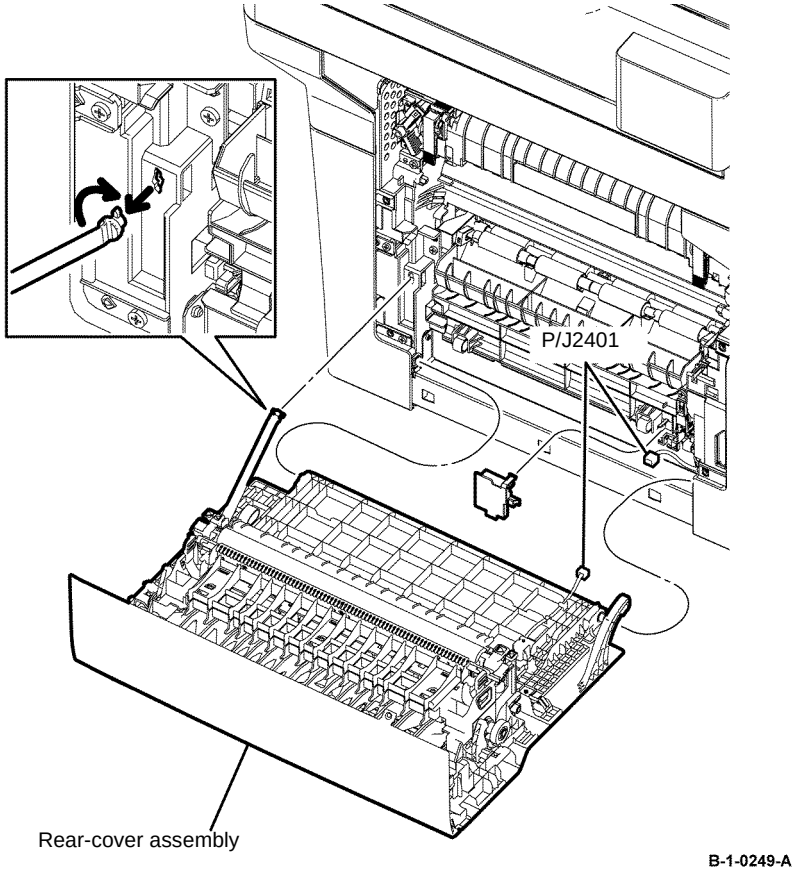

Figure 1 Rear-Cover Assembly Removal
4. Remove the stopper that fixes the rear-cover assembly, by rotating the stopper in the direction of the arrow, Figure 1.
5. Release the hook on the rear-cover assembly. Release one of the bosses from the hole on the printer, remove the DTS out earth spring, then remove the rear-cover assembly, Figure 1.